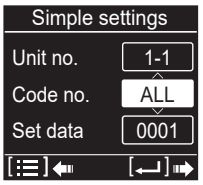

Fig. 7-1-4
(4) Select the “Code no.” (Fig. 7-1-4) by pressing the ∨ or ∧ button.